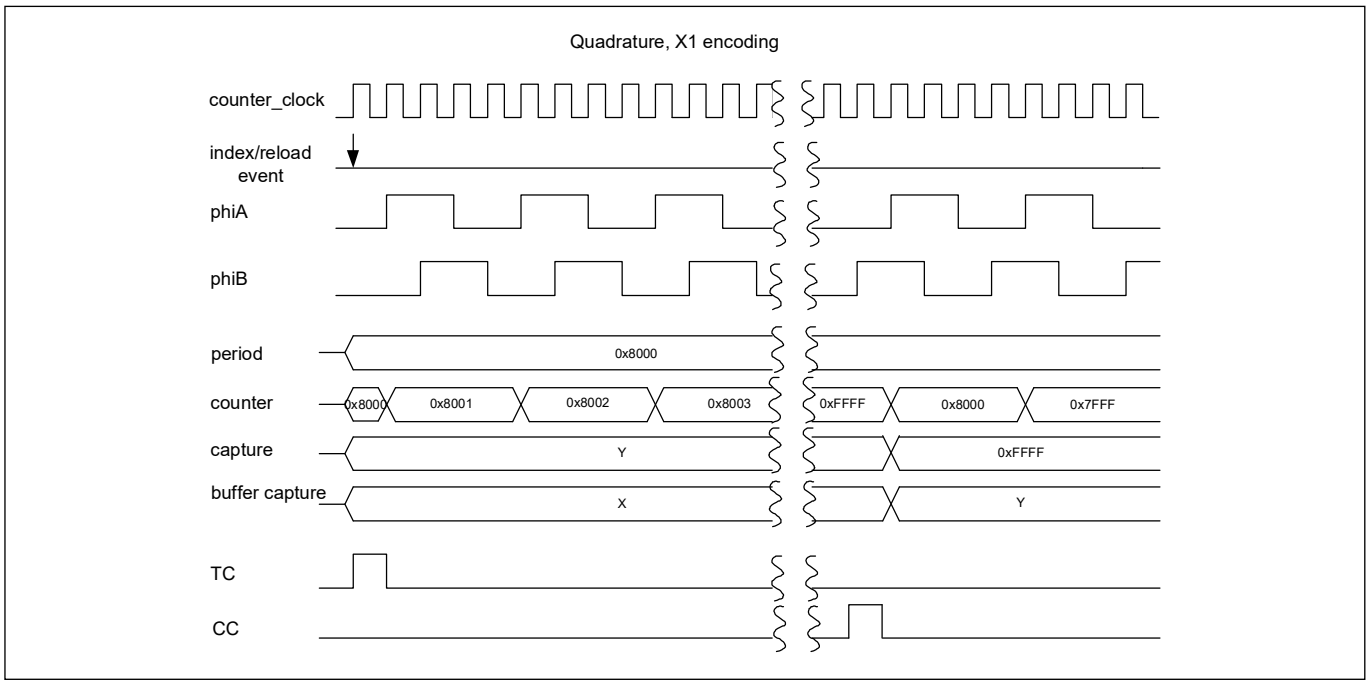

Figure 15-9. Timing diagram for quadrature mode, x1 encoding
- Quadrature index signal: This is connected to the reload signal as a hardware input. This event generates a TC condition, as shown in **Figure 15-9**
- The DOWN bit field of counter status (TCPWM_CNTx_STATUS) register can be read to determine the current counting direction. Value '0' indicates a previous increment operation and value '1' indicates previous decrement operation. **Figure 15-9** illustrates quadrature behavior in the X1 encoding mode
- Updates to the buffer period register and buffer compare register should be completed before the next TC with an active switch event; otherwise, switching does not reflect the register update, as shown in **Figure 15-9**